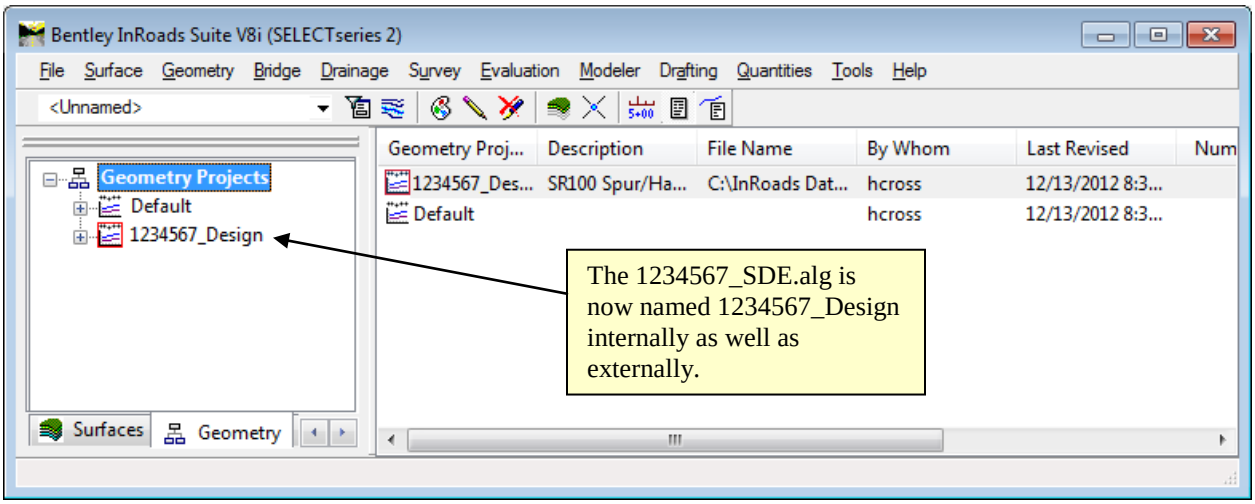

Figure L2-4 Main InRoads Window
- In the InRoads workspace bar **verify** that the Geometry Project is now renamed **1234567_Design** as shown in *Figure L2-4*.